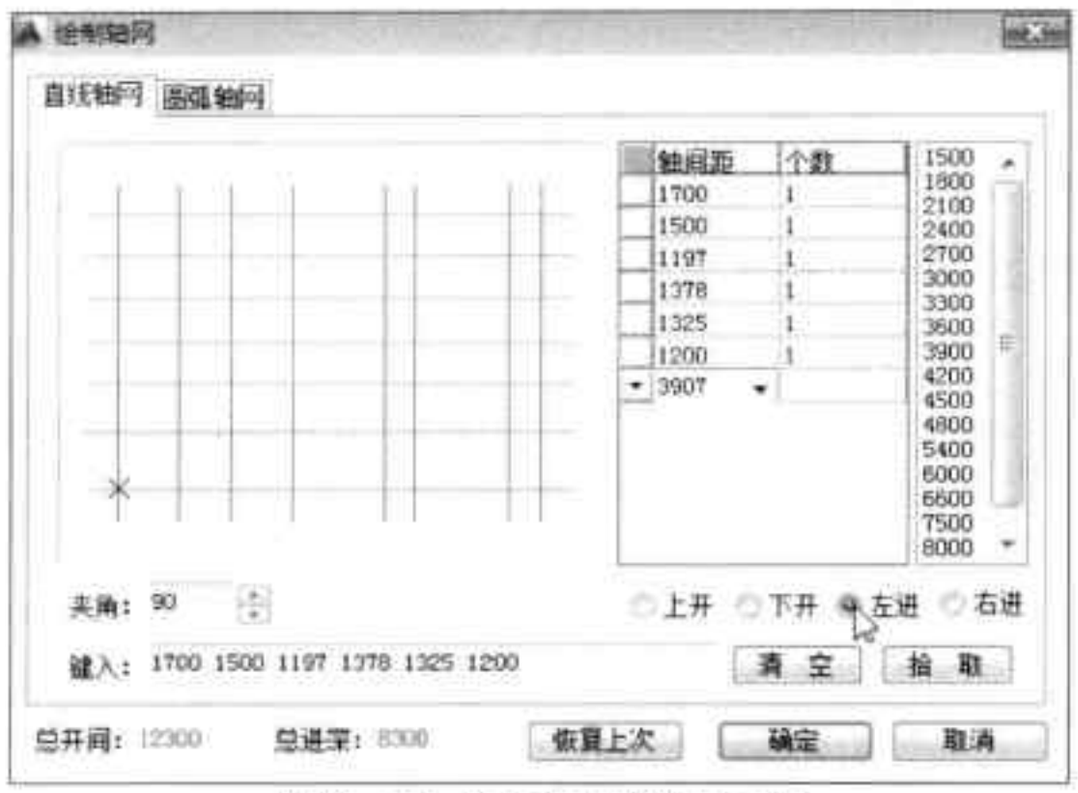

图16-22 输入左进轴线尺寸值
Step 05 单击“左进”单选按钮，并输入轴线尺寸值，如图 16-22 所示。